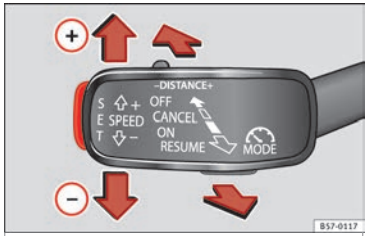

Fig. 50 On the left of the steering column: third lever to operate the CCS.
- Switching on the CCS: move the third lever to **ON** ››› Fig. 50. The system switches on but it does not control the speed as no speed has been programmed.
- Activating the CCS: press the **SET** ››› Fig. 50 button. It memorises and maintains the current speed.
- Temporarily switching off the CCS: move the lever to **CANCEL** ››› Fig. 50 and release it or press the brake pedal. The cruise control system is switched off temporarily.
- Reactivating the CCS: move the lever to **RESUME** ››› Fig. 50 and release it. The memorised speed is saved and controlled again.
- Switching off the CCS: move the third lever to position **OFF** ››› Fig. 50. The system is disconnected and the memorised speed is deleted.